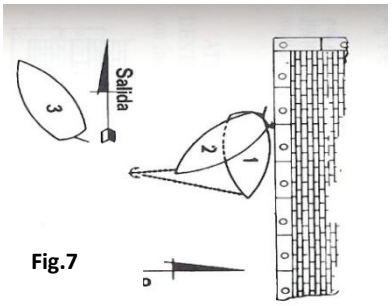

Fig.7
c) DESATRAQUE CON VIENTO DE FUERA Y SALIDA HACIA LA POPA (Fig.7)